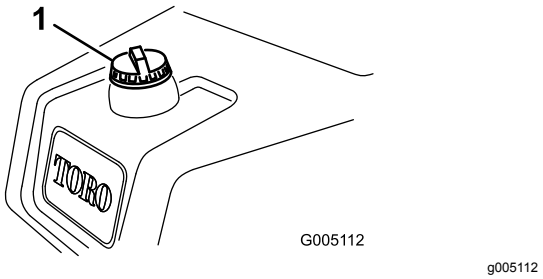

**Rysunek 23**
1. Oczyść okolice korka zbiornika paliwa (Rysunek 23).